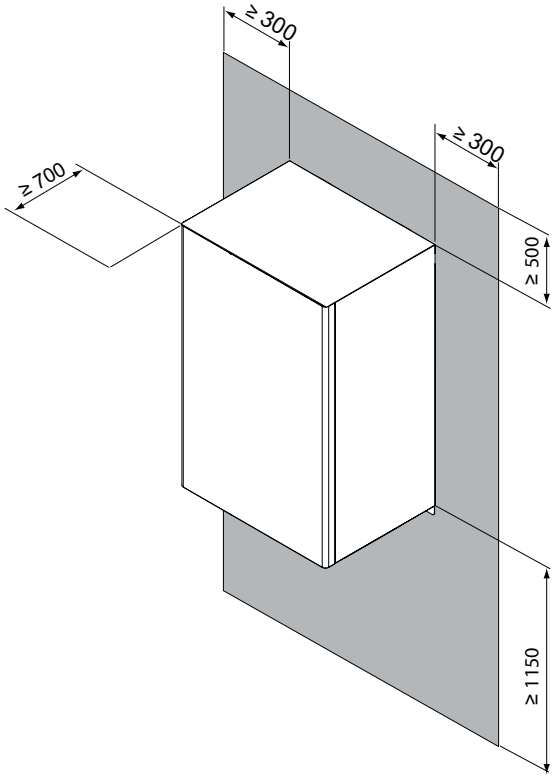

Abb. 7 - Mindestbetriebsbereich für die Inneneinheit
- Der Raum um die Einheit ist für die Wartung angemessen, siehe Abb. 7.